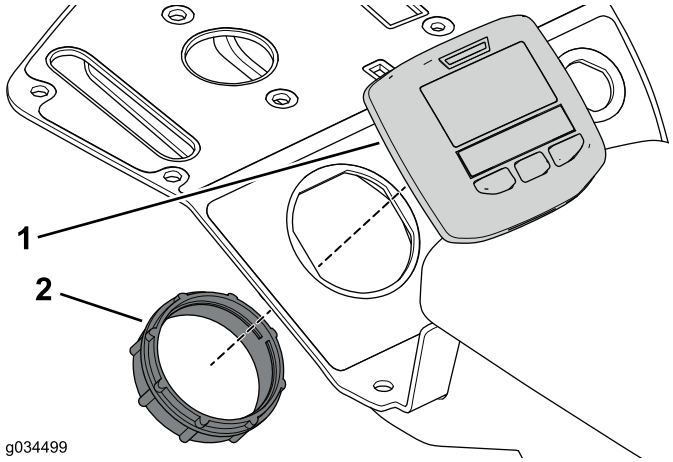

**Figura 10**
1. Utilize o anel de retenção para remover o visor do conjunto da consola (Figura 10).